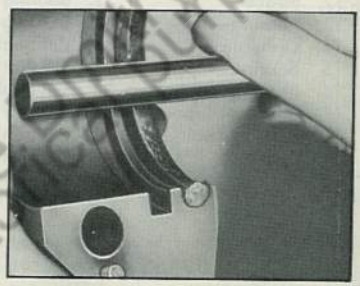

Fig. 35 Installing Oil Seal in Bearing Cup
4. Install seal in bearing cap using a smooth rounded tool working from both ends towards center as illustrated in Fig. 35.